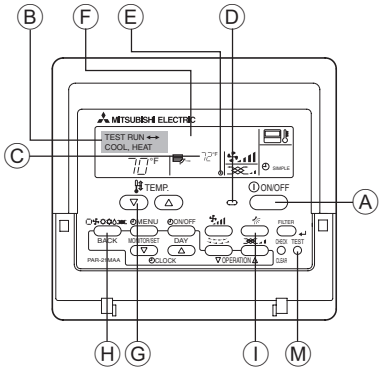

Fig. 7-1
7.2.1. Al usar el controlador remoto cableado (Fig. 7-1)
① Encienda el aparato por lo menos 12 horas antes de llevar a cabo la prueba de funcionamiento
② Pulse el botón de prueba de funcionamiento [TEST] (PRUEBA) dos veces.